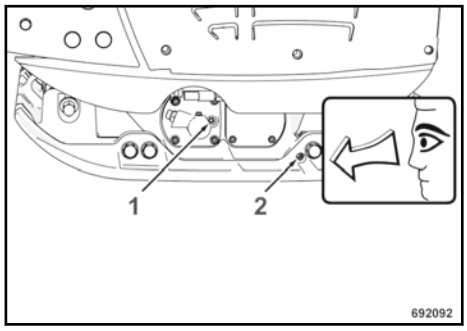

Fig. 49
Unscrew the bleeding screw (1) ↳ Fig. 49.